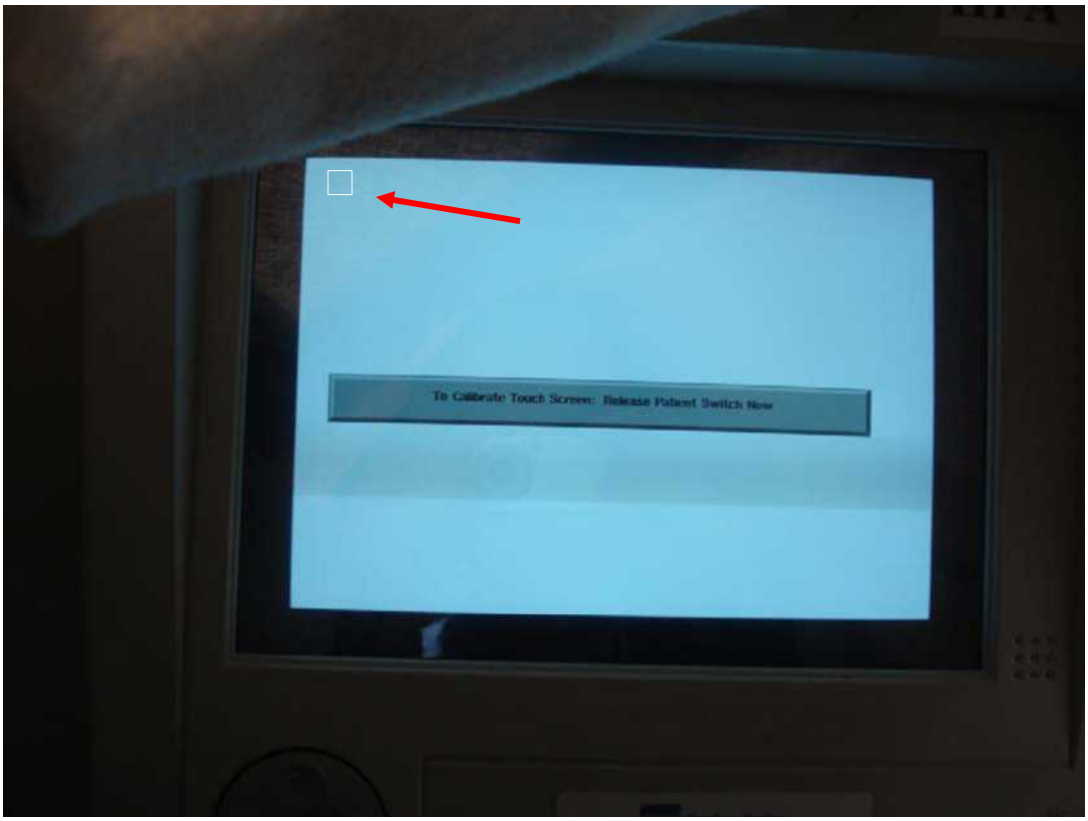

Figure 1. To Calibrate Touch Screen: Release Patient Switch Now
d) Note the small white rectangle in the upper left corner of the display (indicated by the arrow in Figure 1).